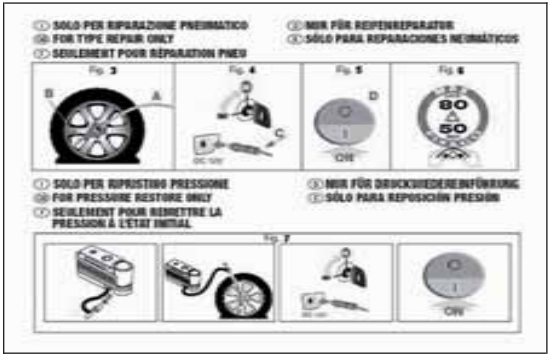

fig. 133 F0Q0511
- ❒ an information leaflet fig. 133, providing instructions for using the kit correctly. This booklet should be given to the persons charged with handling the tyre treated with this kit;